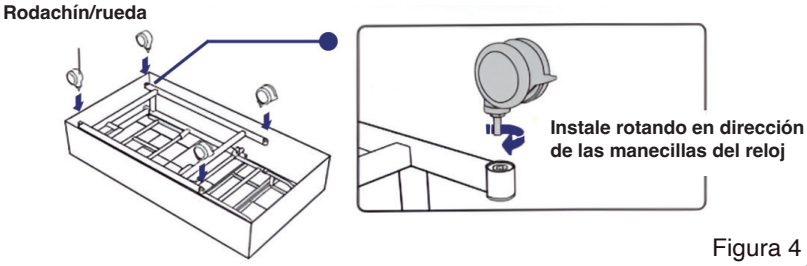

Figura 4
2. Instalación de las ruedas: Instale las ruedas dentro de la caja. Después de eso, saque el cuerpo de la cama de la caja exterior y colóquelo en el suelo (como se muestra en la Figura 4).